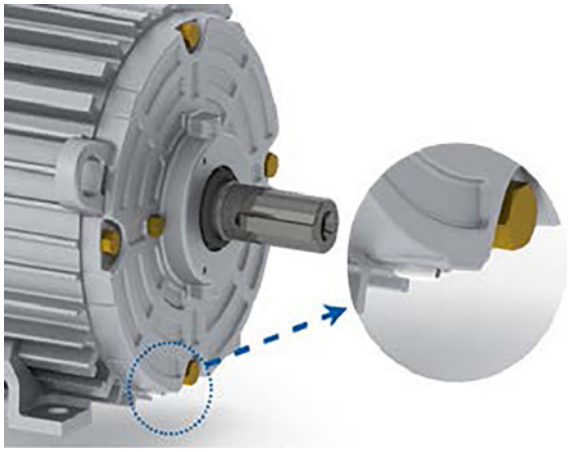
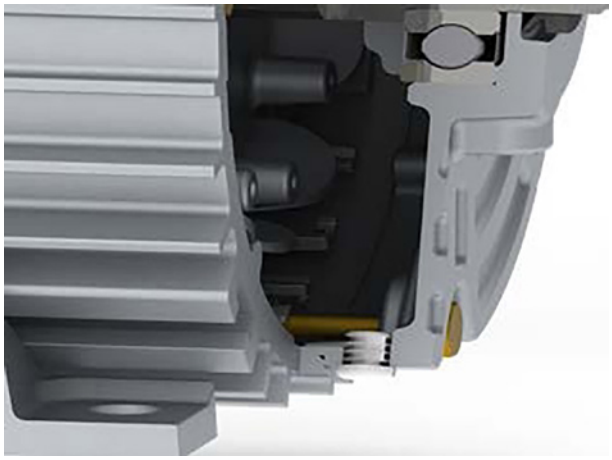

*Figura 5.2: Posizione del foro di drenaggio*
*Figura 5.3: Vista in sezione del foro di drenaggio*
**Foretto di Drenaggio:** il prodotto W30 Smart EC può essere fornito con fori di drenaggio. La Figura 5.2 a pagina 5-2 e la Figura 5.3 a pagina 5-2 forniscono dettagli sulla configurazione di montaggio.